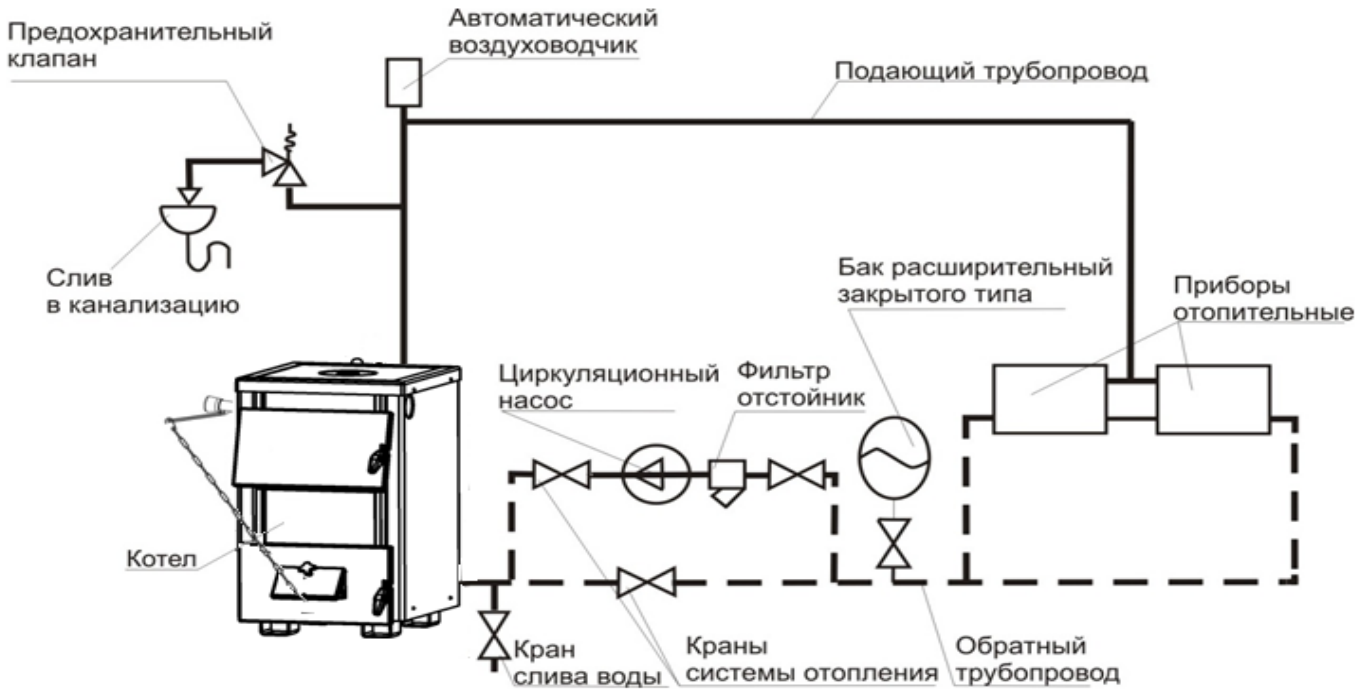

Рис.5 Схема закрытой системы водяного отопления, применяется расширительный бак закрытого типа.
5.13. Расширительный бак мембранного типа (рис.5) устанавливается для закрытой системы отопления. Объём расширительного бака зависит от объёма системы отопления и рассчитывается при проектировании системы отопления.